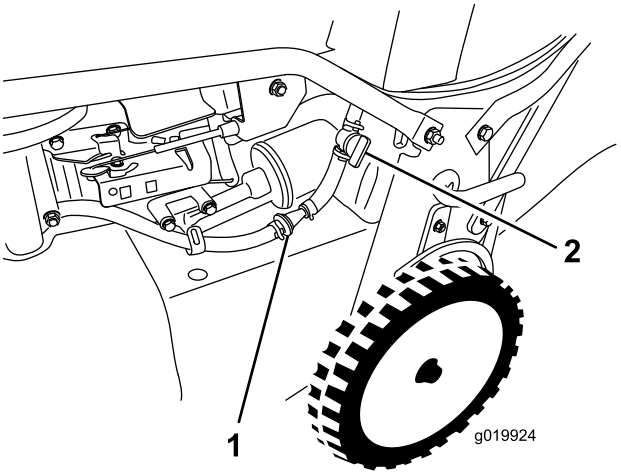

Figuur 27
3. Sluit de brandstofafsluitklep (Figuur 27).
4. Verwijder het brandstoffilter (Figuur 27) uit de brandstofleiding door de leidingklemmen rond het brandstoffilter los te maken.